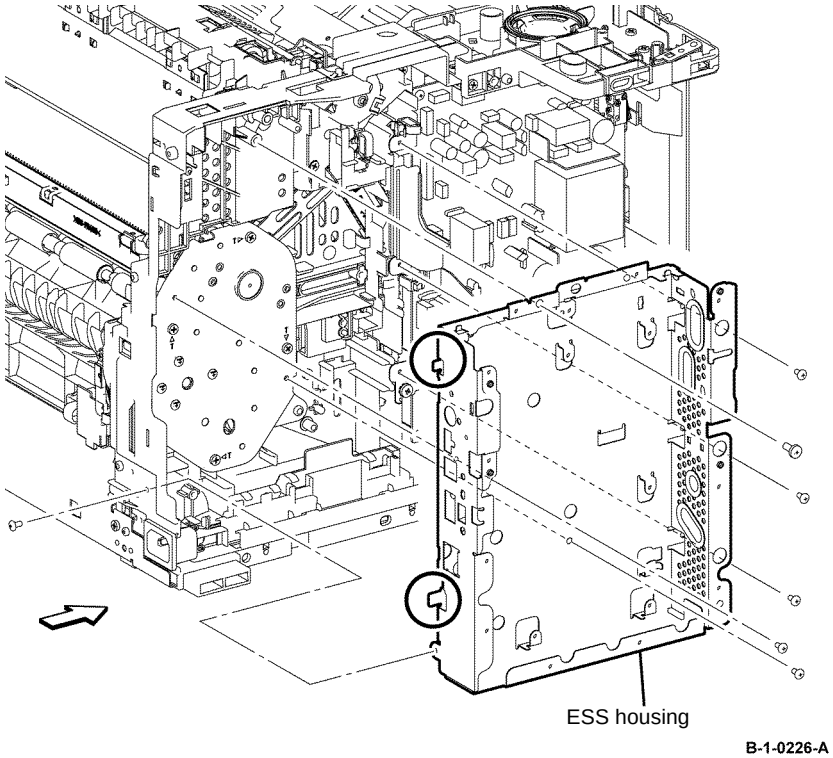

Figure 1 ESS housing removal
12. Remove six screws (silver, M3, 6mm), one screw (silver, tapping, M4, 10mm), that fix the ESS housing. Release the two tabs from the frame, then remove the ESS housing from the printer, Figure 1.